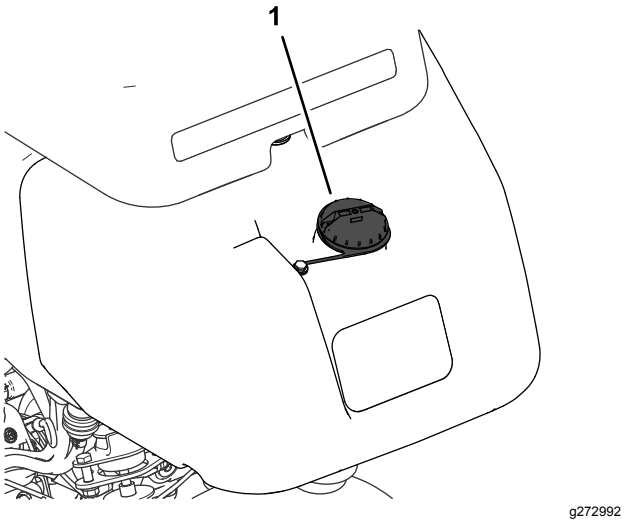

Figur 24
1. Rengjør rundt og ta av lokket på drivstofftanken (Figur 24).